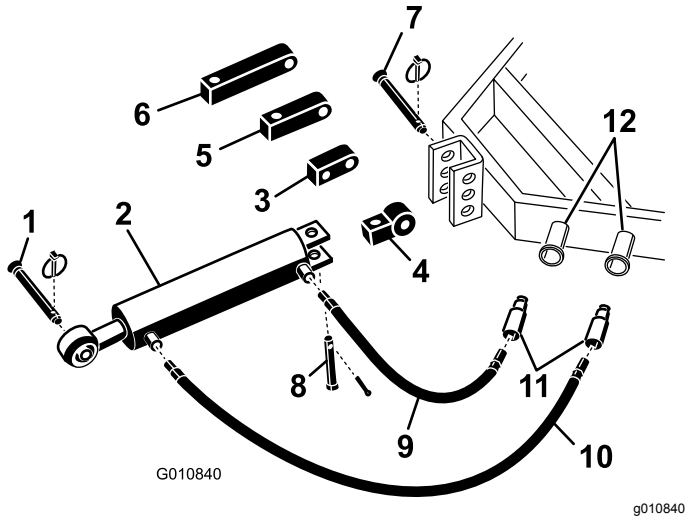

Figur 5
1. Fastgør koblingsforbindelsen til den hydrauliske topstang til traktoren med de stifter, bolte og tapper, der fulgte med traktoren (Figur 5). Placer den hydrauliske topstang, så stangenden vender mod dybdelufteren. Cylinderens huller skal placeres, så de peger frem mod traktorens hjælpehydraulikkraft.
Bemærk: Hvis hydraulikcylinderen skal placeres med hullerne vendt opad, skal du bruge rotationsbeslaget i stedet for standardmonteringsbeslaget for at flytte cylinderen (Figur 5). En 90 graders fitting kan anvendes i stedet for drejeklodser (fittings ikke vedlagt).
(Figur 5). Fjern koblingsforbindelsen fra cylinderen.
B. Monter rotationsbeslaget på cylinderen med de stifter, bolter og tapper, du fjernede tidligere (Figur 5).
2. Tilslut den 106 cm lange hydraulikslange til porten på den hydrauliske topstang, som er tættest på dybdelufteren Figur 5. Påfør rørgevindforseglingstape eller -masse på slangegevindene for at forhindre eventuelle lækager.
3. Tilslut den 76 cm lange hydraulikslange til porten på den hydrauliske topstang, som er tættest på traktoren (Figur 5). Påfør rørgevindforseglingstape eller -masse på slangegevindene for at forhindre eventuelle lækager.
Hvis den hydrauliske cylinder ikke kan nå dybdelufterens monteringsbeslag, kan du bruge en forlængerklods i stedet for standardmonteringsklodsen til at tilslutte cylinderen til traktoren (Figur 5).
A. Fjern låseclipsen og clipsen, der fastgør standardkoblingsforbindelsen til cylinderen (Figur 5). Fjern koblingsforbindelsen fra cylinderen.
B. Monter den nødvendige længdeforlængerklods på cylinderen med de clips, du fjernede tidligere (Figur 5).